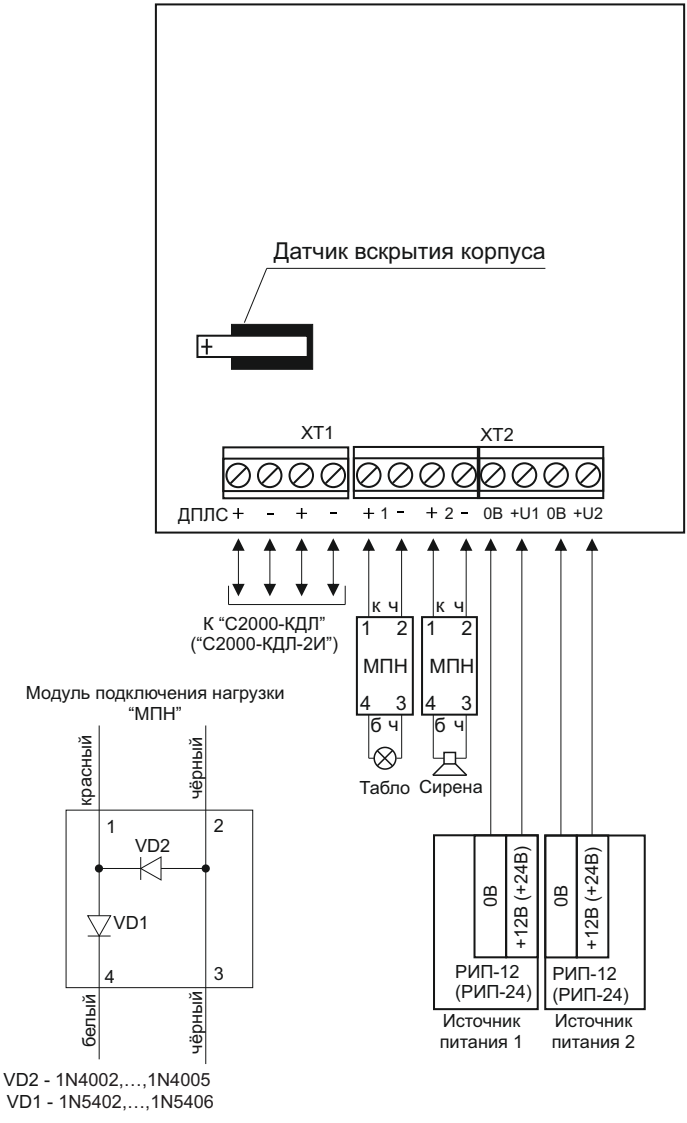

Рисунок 4. Схема внешних соединений блока
Монтаж соединительных линий производится в соответствии со схемой на рис. 4.
4.2.1 Подключите исполнительные устройства (световые табло, сирены, видеокамеры, электромагнитные замками и др.) в соответствии с рис. 4.